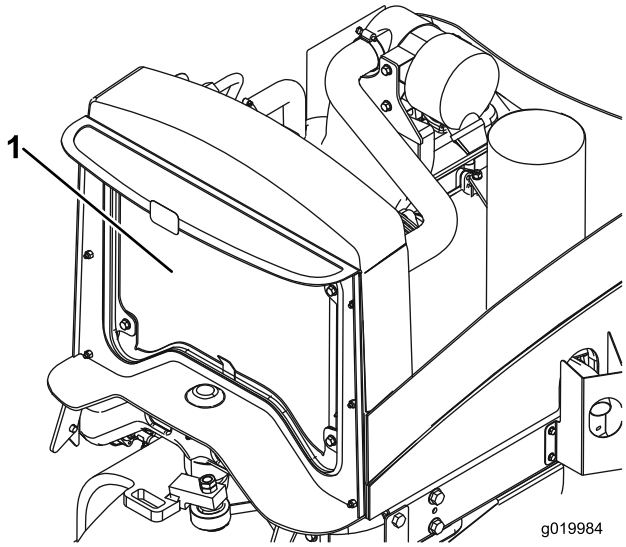

Figur 57
2. Rengjør begge sidene av radiatoren/oljekjøleren grundig med trykkluft (Figur 57).